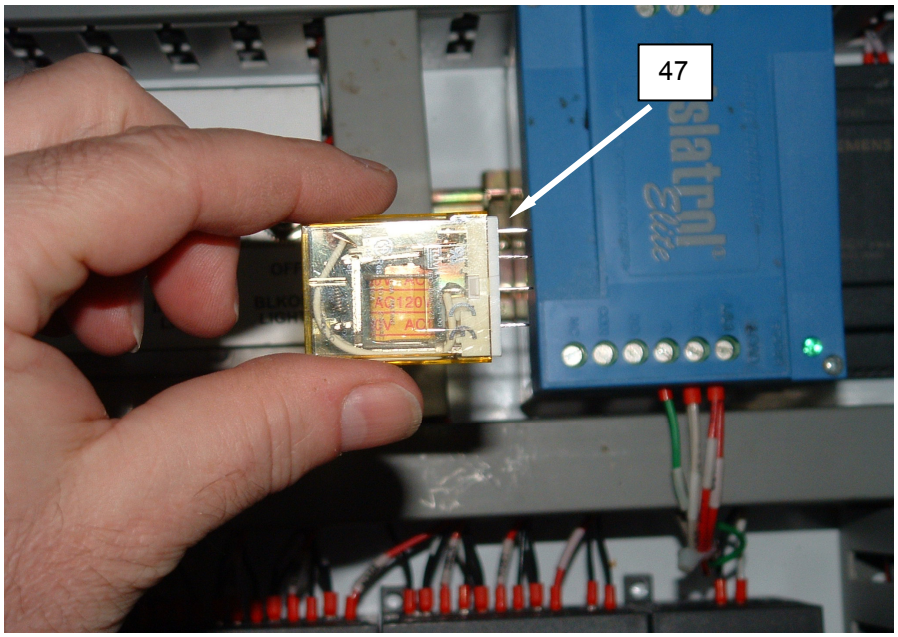

Figure 22. Test a Control Relay.
3. Locate and remove suspected malfunctioning control relay **(Figure 22, Item 47)** and replace with a known good relay.